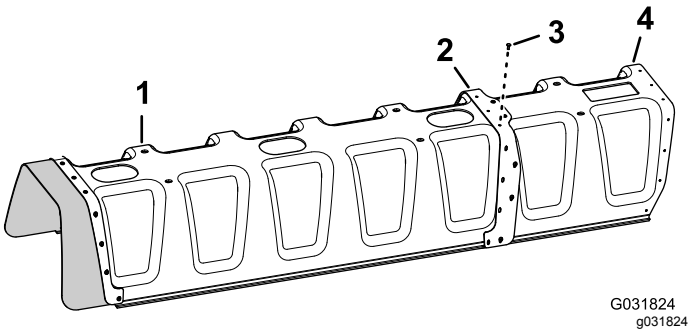

Rysunek 148
4. Zamocuj przedłużenie pokrywy do pokrywy sekcji 11-dyszowej (Rysunek 148) używając 11 nitów zamykanych trzpieniem (część Toro nr 114439).